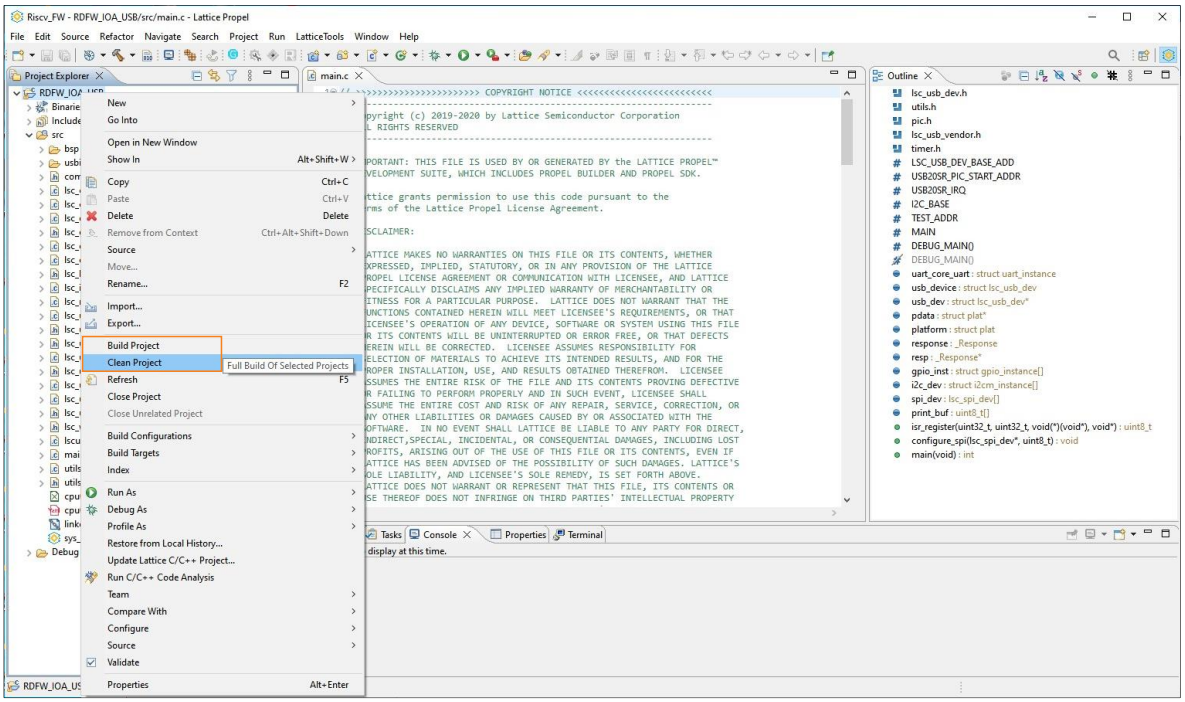

Figure 5.6. Launch the Project Building Process
2. To launch the project building process, right-click on the process name **RDFW_IOA_USB**, select **Clean Project** from the pull down menu to clean up the output folders. Then select the **Build Project** from the pull down menu, as shown in Figure 5.6.